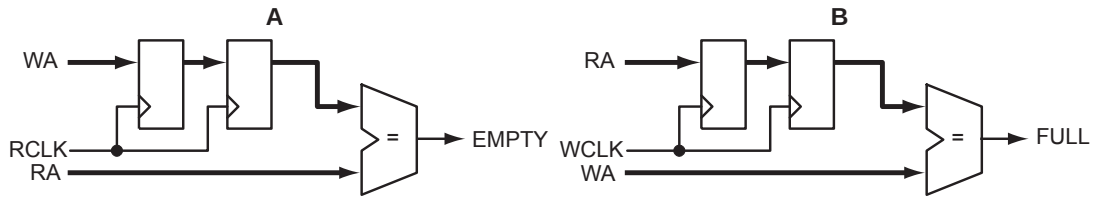

***Figure 2-64* • Overflow and Underflow Control**
The counter MSB keeps track of the difference between the read address (RA) and the write address (WA). The EMPTY flag is set when the read and write addresses are equal. To prevent underflow, the write address is double-sampled by the read clock prior to comparison with the read address (part A in Figure 2-64). To prevent overflow, the read address is double-sampled by the write clock prior to comparison to the write address (part B in Figure 2-64).